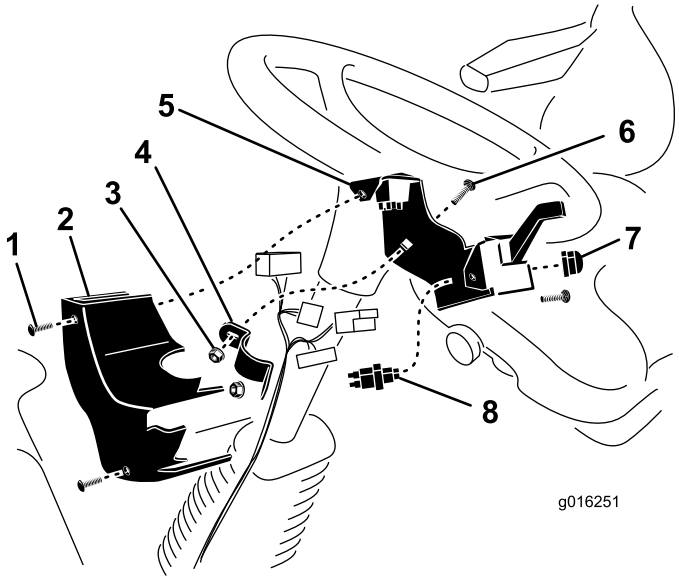

Figure 5
1. Montez le contacteur d'avertisseur sonore sur le support de colonne avec le bouton en **caoutchouc** (Figure 5). N'utilisez pas le bouton couleur argent fourni avec l'avertisseur sonore.
2. Montez le support de colonne sur la colonne de direction avec la fixation, (2) vis de carrosserie 3/8" x 1" et écrous à embase 3/8". Positionnez le support de colonne aussi haut que possible sur la colonne de direction, comme illustré à la Figure 5. Le support de la colonne de direction ne doit pas gêner le volant.
3. Après avoir connecté le faisceau de câblage, posez les écrous de verrouillage qui fixent le couvercle au support de colonne avec deux vis (Figure 5).